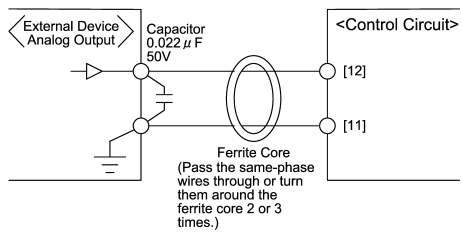

Figure 2.11 Example of Electric Noise Reduction
- When the inverter is connected to an external device outputting the analog signal, a malfunction may be caused by electric noise generated by the inverter. If this happens, according to the circumstances, connect a ferrite core (a toroidal core or an equivalent) to the device outputting the analog signal and/or connect a capacitor having the good cut-off characteristics for high frequency components between control signal wires as shown in Figure 2.11.